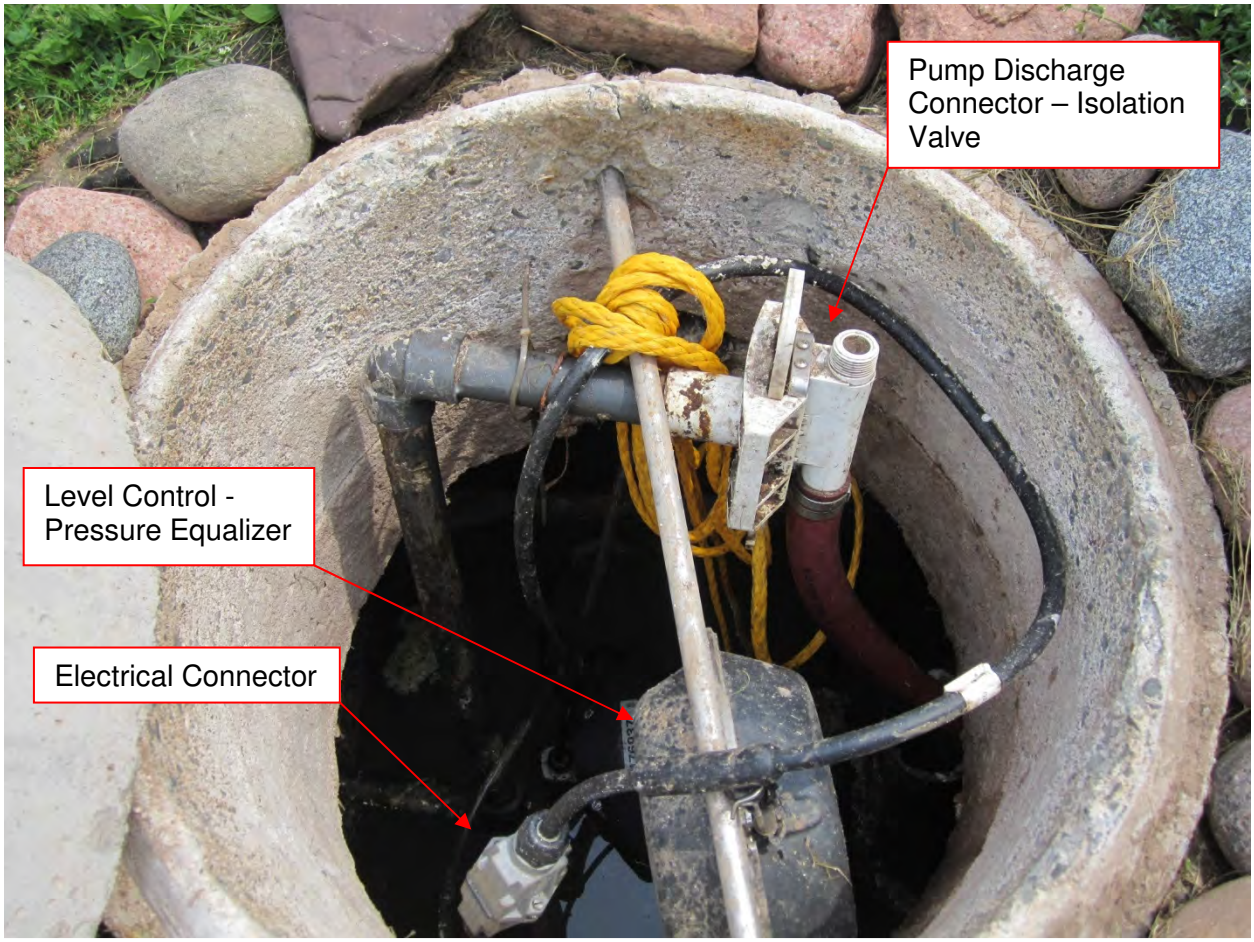

Figure 3.2-1 Concrete Pump Chamber - Access Cover Removed
The majority of grinder pumps (GP) installed along Monks Head Road are installed in existing home septic tank chambers (concrete). Of the estimated 30 installations, 25 are installed in either an existing septic tank, or a concrete pump chamber. The five (5) remaining installations use the manufacturer recommended HDPE residential pump chamber. For installations in existing septic tanks, the GP utilizes a pump support stand that attaches to the bottom of the pump and allows the pump inlet to be located approximately 300 mm above the chamber floor. Pump electrical power cable, electrical connector, pressure equalizer, and lifting rope are suspended from an upper steel tie bar that spans the access cover (see Figure 3.2-1).